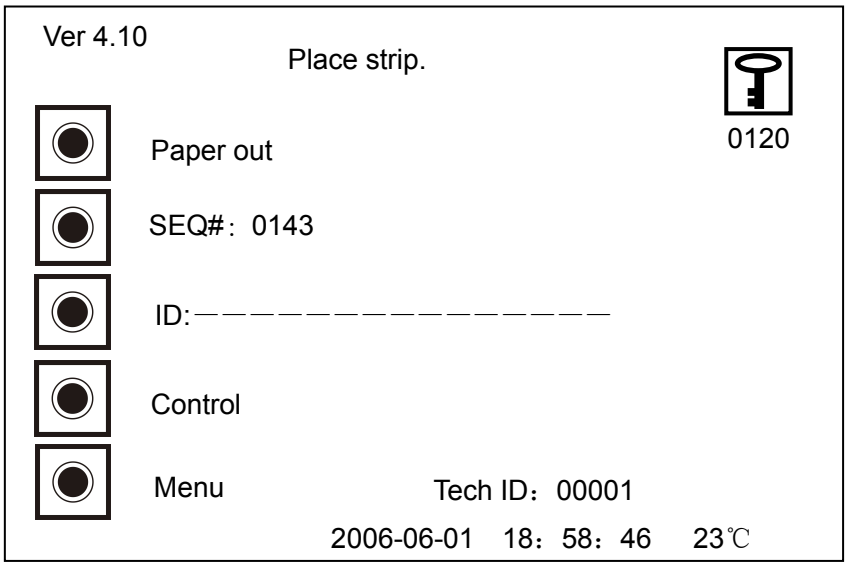

Figure 2-15
2.4.2 Main menu (figure 2-15) will appear after self-testing.